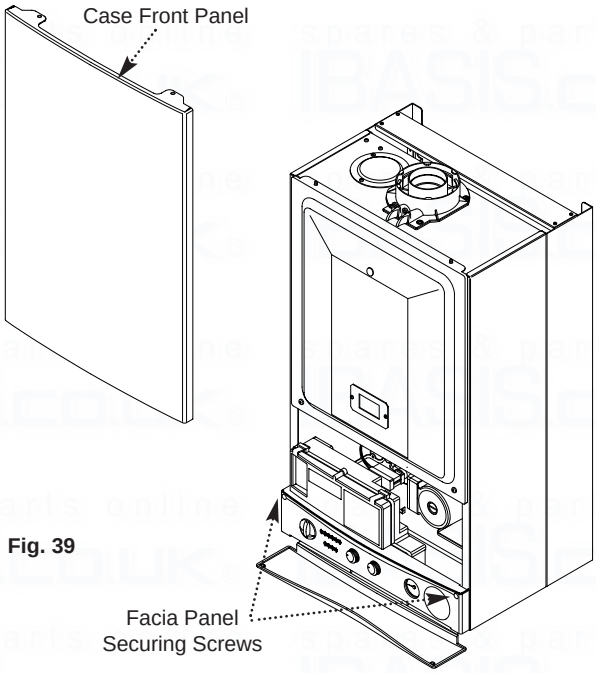

Fig. 39
5. Slacken the screws securing the facia panel. Lift the outercase panel so that its securing tabs are clear of the facia. Remove the panel (Fig. 39).